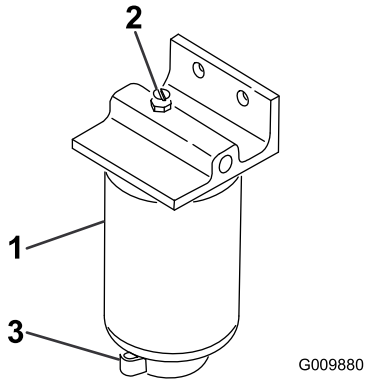

Rysunek 66
2. Odkręć śrubę spustową na dole obudowy filtra (Rysunek 66).
1. Wyczyść obszar wokół obudowy filtra (Rysunek 66).